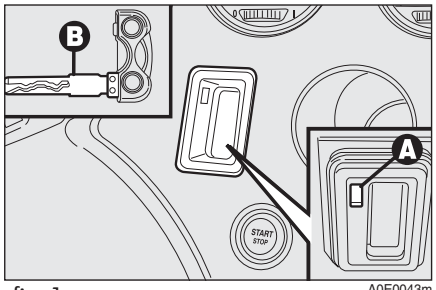

fig. 1 A0E0043m
- ❒ fit the metal insert **B-fig. 1** of the electronic key into the slot **A**;
IMPORTANT Only fit the metal insert **B** of the electronic key into slot **A-fig.1**.